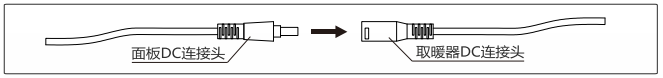

图7
7.2.1 将LED灯电源线面板DC连接头与取暖器DC连接头按图7方式连接；